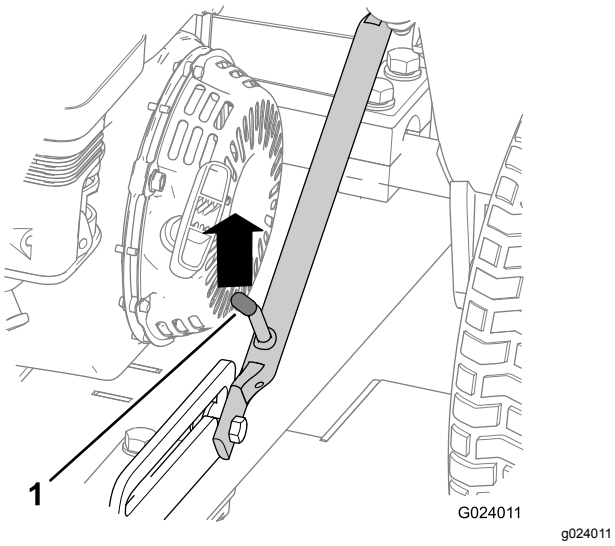
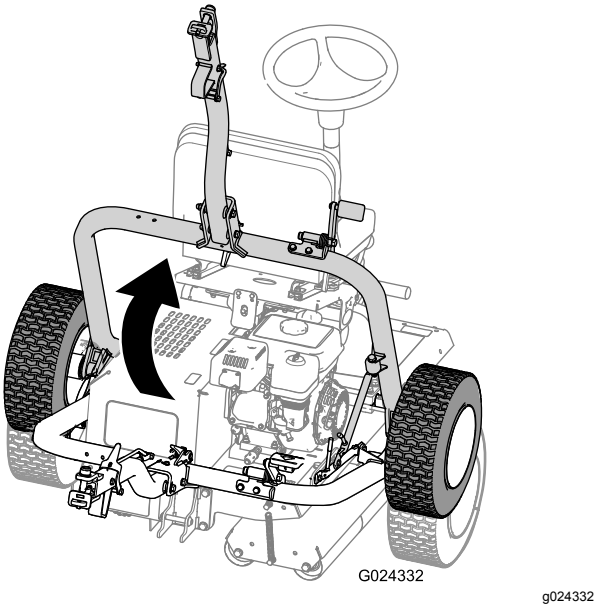

Rysunek 24
Rysunek 28
A. Przesunąć zespół haka w górę tak, aby dźwignia zaczepu została odblokowana od zapadki bocznej (Rysunek 24).
D. Unieść hak (Rysunek 28) tak, aby dźwignia haka została zablokowana przez zapadkę boczną (Rysunek 24).